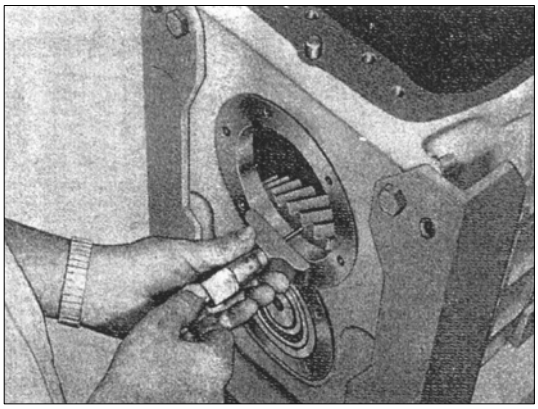

РИС. 234
4) Измерьте расстояние от передней поверхности картера КПП до передней поверхности ведомой шестерни промежуточного вала, зацепляющегося с шестерней первичного вала (см. рис. 234). Это расстояние должно быть 21,7±0,1. Этого можно достичь с помощью регулировочных колец необходимой толщины между передней крышкой промежуточного вала и наружным кольцом переднего конического подшипника после удаления передней крышки и уплотнительного кольца. Прокладки бывают толщиной 0,05; 0,10; 0,20; 0,40; и 0,80 мм. Подберите прокладки нужной толщины, так как поддержание этого расстояния гарантирует точное зацепление шестерней. Установите переднюю крышку вместе с прокладкой.